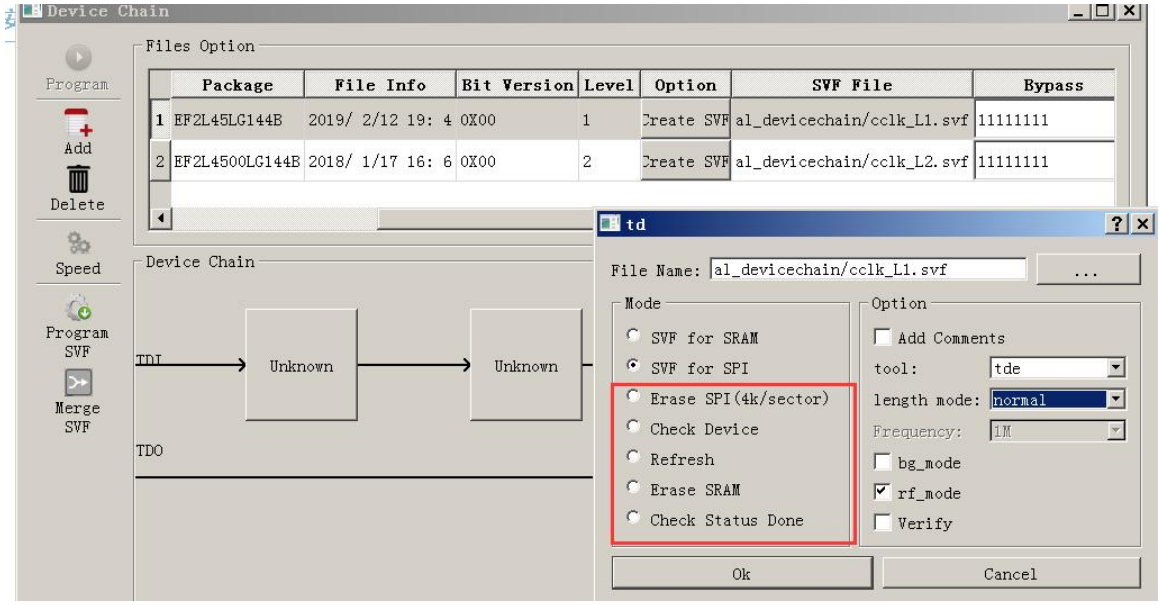

图 21 生成其他单一功能的 svf 和 tde 文件
4) 如图 21，剩下的几处选项分别是用于生成单独的擦除 FLASH 命令，单独的器件检查命令，单独的 refresh 命令，清除 FPGA 的当前工作位流命令，检查器件工作状态命令。